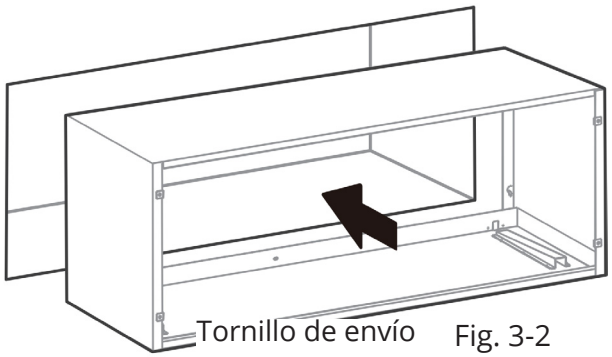

Fig. 3-2
- Para evitar vibraciones y ruidos, asegúrese de que el manguito de pared esté instalado de forma segura y firme. (Véase la Fig. 3-2).